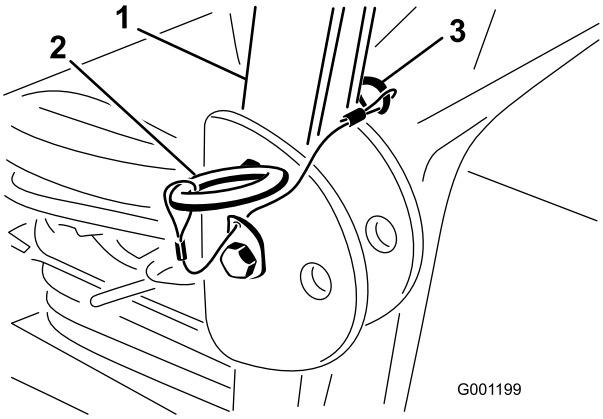

Figur 30
1. Fjern splitterne og de to pinde for at sænke styrtbøjlen (Figur 30).
3. Monter de to pinde, og fastgør dem med splitterne (Figur 30).
4. Fjern splitterne og de to pinde for at hæve styrtbøjlen (Figur 30).
5. Hæv styrtbøjlen til oprejst position, og monter de to pinde, og fastgør dem med splitterne (Figur 30).